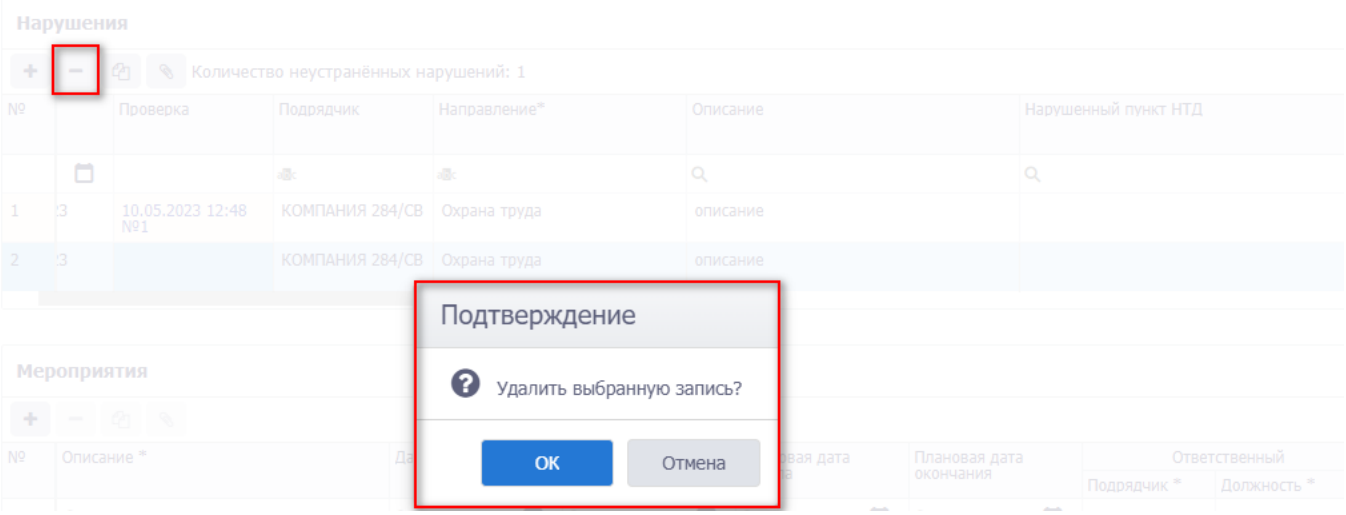

Рис. 3.240
- удаление выбранной записи. Для удаления следует выбрать запись в таблице, нажать кнопку и подтвердить удаление в диалоговом окне (рис. 3.240).